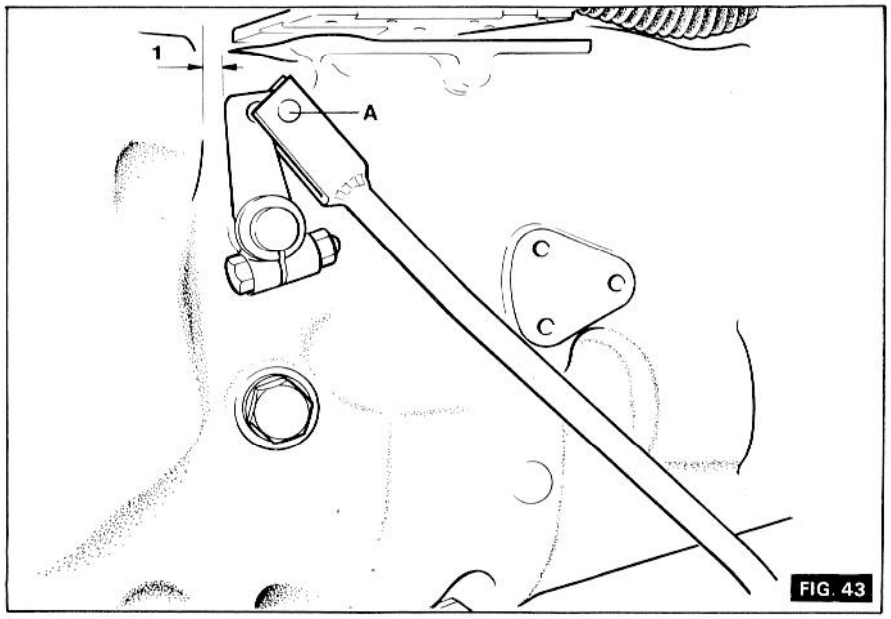

FIG. 43
Réglage (Fig. 43)
La course de la pédale de débrayage doit être de 25,4mm ce qui équivaut à une distance de 3,2mm prise entre la partie supérieure du levier de débrayage et le carter de transmission (1) Fig. 43.